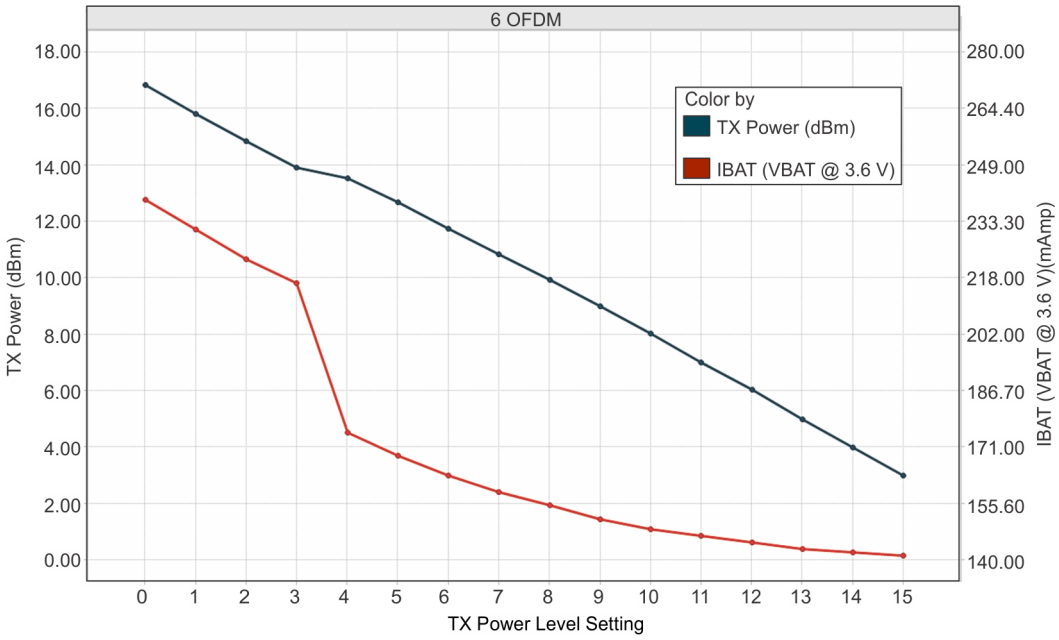
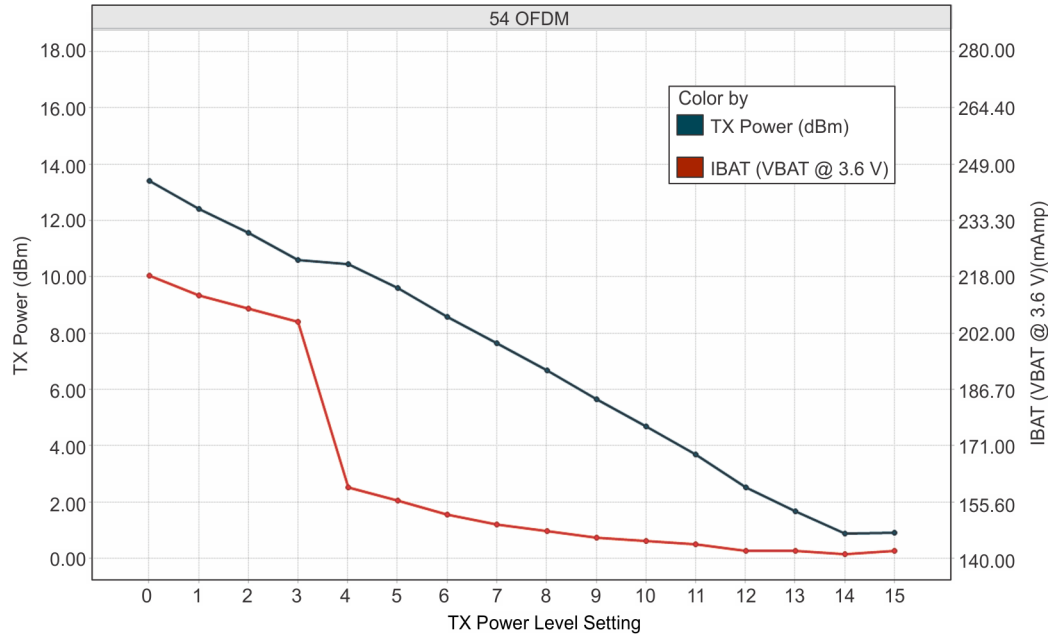

Figure 4-2. TX Power and IBAT vs TX Power Level Settings (6 OFDM)
Figure 4-3. TX Power and IBAT vs TX Power Level Settings (54 OFDM)
(1) TX power level = 0 implies maximum power (see Figure 4-1, Figure 4-2, and Figure 4-3). TX power level = 4 implies output power backed off approximately 4 dB.
(2) The CC3135MOD system is a constant power-source system. The active current numbers scale based on the V_{BAT} voltage supplied.
(3) The RX current is measured with a 1-Mbps throughput rate.
(4) DTIM = 1
(5) The complete calibration can take up to 17 mJ of energy from the battery over a time of 24 ms. In default mode, calibration is performed sparingly, and typically occurs when re-enabling the NWP and when the temperature has changed by more than 20°C. There are two additional calibration modes that may be used to reduced or completely eliminate the calibration event. For further details, see *CC31XX CC32XX SimpleLink™ Wi-Fi® and IoT Network Processor Programmer's Guide*.
(5) The complete calibration can take up to 17 mJ of energy from the battery over a time of 24 ms. In default mode, calibration is performed sparingly, and typically occurs when re-enabling the NWP and when the temperature has changed by more than 20°C. There are two additional calibration modes that may be used to reduced or completely eliminate the calibration event. For further details, see *CC31XX, CC32XX SimpleLink™ Wi-Fi® and IoT Network Processor Programmer's Guide*.